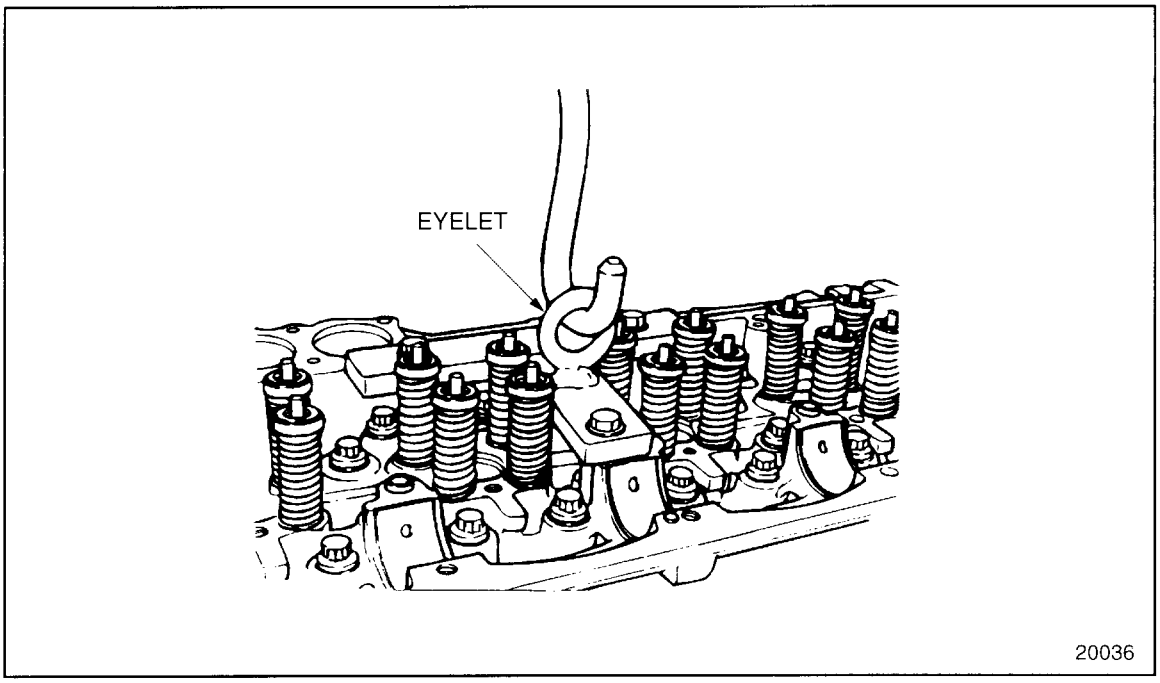

Figure 1-37 Cylinder Head Removal
23. Attach a suitable lifting hook to the eyelet in the lift bracket, and lifter the cylinder head off the engine. See Figure 1-37.